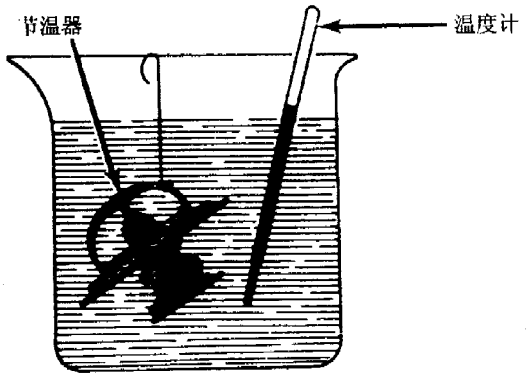

图1-38 在冷却液/水溶液中测试节温器
1) 拆下节温器并检查它是否腐蚀，检查阀是否正常落座。如果正常，把节温器和温度计悬挂到1∶1的冷却液和水的混合物中（图1-38）。“切记不要”温度计和节温器接触到容器或容器底部。加热水直到节温器开始打开。